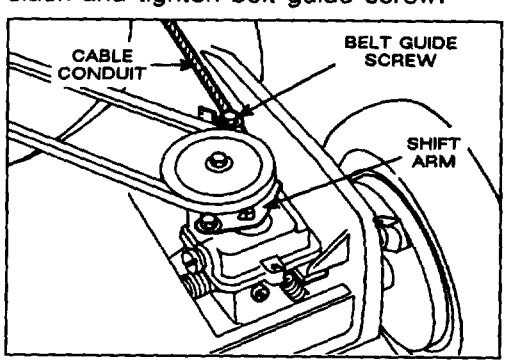

Figure 21
3. ADJUSTMENT (Fig. 21)—Loosen belt guide screw until cable conduit slides. Move handle-mounted wheel drive control to DISENGAGE position. Move shift arm toward clamp screw and hold in place. Pull cable conduit to remove slack and tighten belt guide screw.